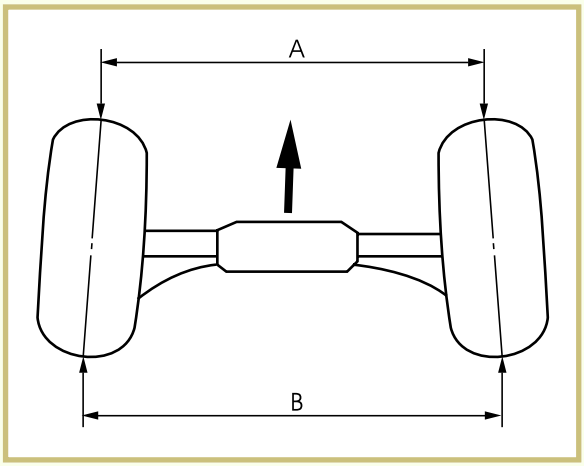

FIGURE 50—The measuring of toe-in is illustrated here. (Image courtesy of Yamaha Motor Corporation, U.S.A.)
5. Compute the toe-in measurement. To compute the *toe-in* measurement, subtract one width measurement from the other (B minus A, as shown in Figure 50). (If the toe-in isn't 5 mm, turn both tie-rods by the same amount until the proper specification is attained.)